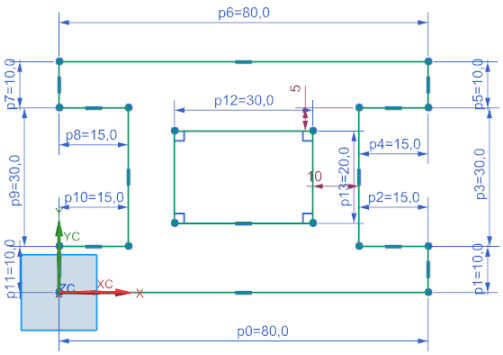

Figure 2-53 *Final sketch for Tutorial 1*
5. Press the ESC key to exit the tool. The final sketch for Tutorial 1 is shown in Figure 2-53.